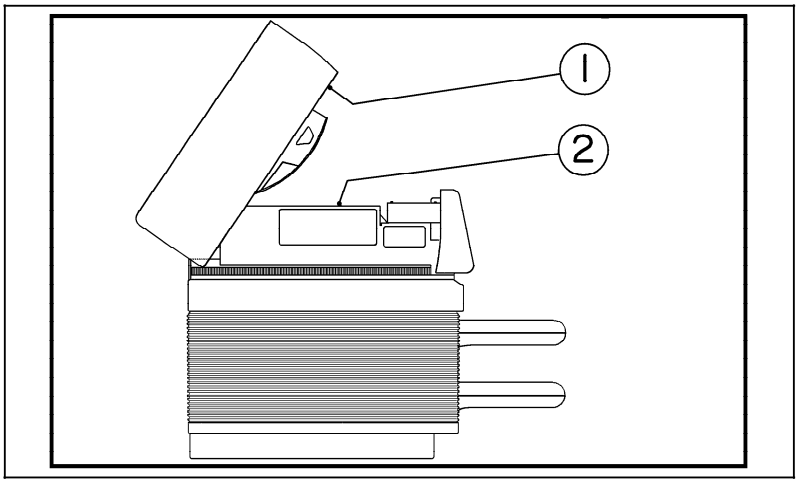

Figure D-1. Location of Printer Serial Number and Information Label
- Note your printer serial number and the data written on the information label (see Figure D-1 for the location of the printer serial number and information label)